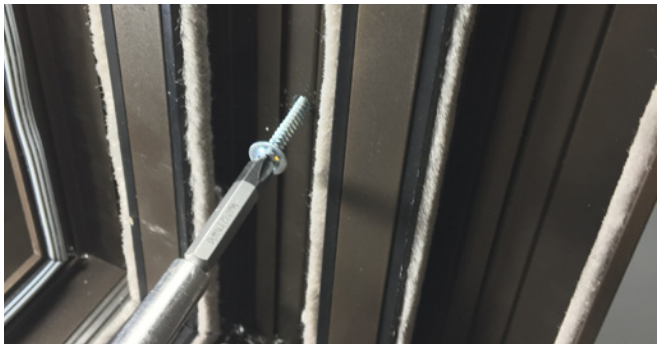

Figure 20
25. Apply a corrosion resistant fastener, with a minimum 3⁄16" shank and 3⁄8" head size, in this location, it must penetrate the framing of the structure a minimum of 1-½". See **Figure 20**. Note: It is equally important to shim at all fastening points in line with each fastener location in such a manner as to eliminate movement of the door frame. While fastening, ensure that the frame remains plumb level and square.